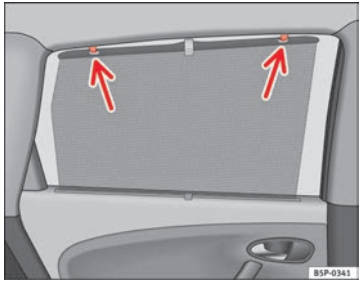

Abb. 82 Sonnenschutzrollo Hintertür
– Ziehen Sie das Rollo aus und hängen es in den Haken am oberen Türrahmen ein ⇒ Abb. 82. ■